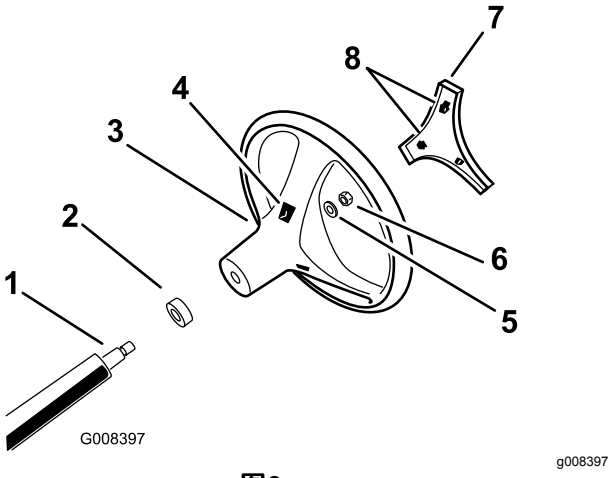

图3
4. 如图3 所示使用锁紧螺母将方向盘固定到转向轴上上紧扭矩至 24-29N·m。
5. 将盖上的凸耳与方向盘中的凸耳槽对准将中心盖卡入方向盘轮毂图3。